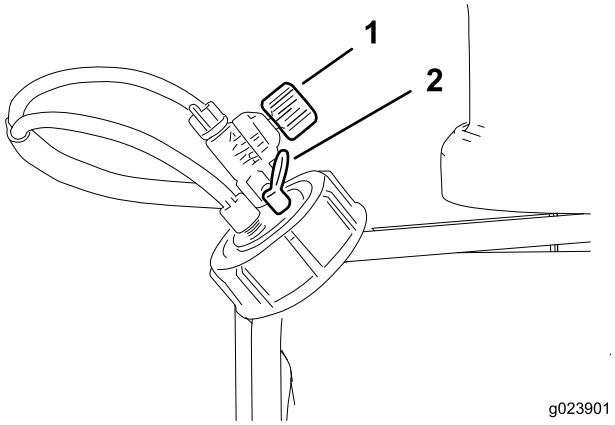

Figur 29
- SKUMREGLERVENTIL – den här ventilen reglerar skumlösningens konsistens. Ventilen reglerar hur mycket tvållösning som skickas till skummunstyckena. Om flödet ökas leder det till större och mer frekventa skumdroppar, medan ett lägre flöde leder till mindre och färre droppar (Figur 29).
- ÖVERTRYCKSVENTIL – dra den röda fliken på tanklocket utåt för att minska trycket i tanken (Figur 29).